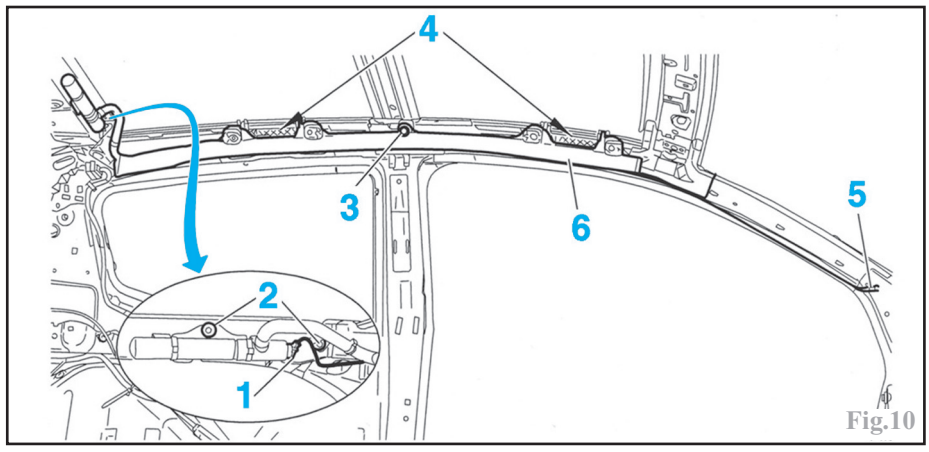

Fig.10
Déconnecter le connecteur (1) et déposer les vis (2) (Fig.10).